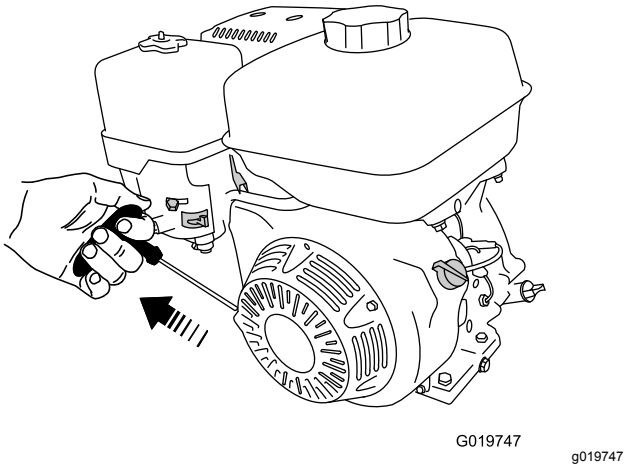

Figure 34
6. Pull the starter handle lightly until you feel resistance, then pull the handle briskly (Figure 34). Return the starter handle gently.